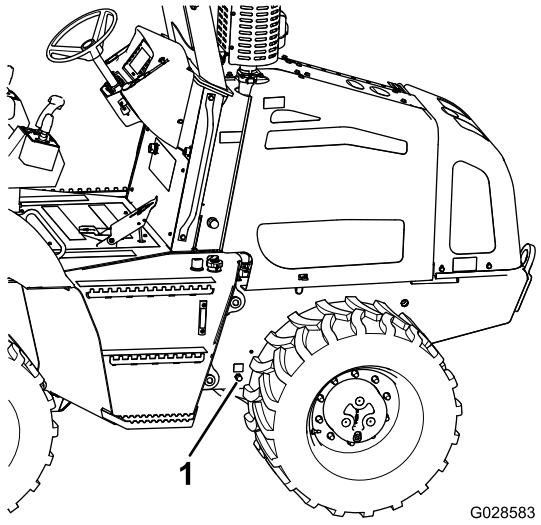

Рисунок 63
4. Установите сливной поддон с минимальной емкостью 20 л (21 кварты США) под штуцер слива масла из двигателя (Рисунок 63).
5. Снимите пробку со сливного штуцера и дайте моторному маслу полностью стечь (Рисунок 63).
7. Установите пробку на сливной штуцер (Рисунок 63).
1. Снимите крышку маслозаливной горловины с крышки клапанной коробки, повернув крышку и потянув ее вверх (Рисунок 63).